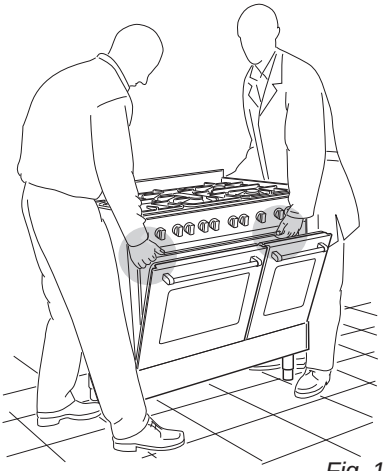

*Fig. 1.6*
**WARNING: When raising cooker to upright position always ensure two people carry out this manoeuvre to prevent damage to the adjustable feet (fig. 1.6).**
**Lift feet clear of floor (fig. 1.6).**